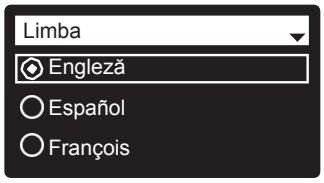

FIG. 17
1. **LIMBA** Dacă există deja un punct lângă limba dorită (fig. 17), treceți la Pasul 2. În caz contrar, apăsați tasta JOS (▼) sau SUS (▲) pentru a defila la limba dorită, apoi apăsați tasta SELECT (⬭), pentru a selecta.limba.